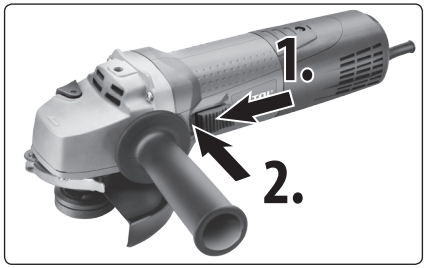

Abb. 14, Einschalten (Schritt 1.); Sicherung des Betriebsschalters in der Stellung "EIN" (Schritt 2.)
- Die meistens Modelle der kleineren Winkelschleifer haben den Betriebsschalter seitlich oder im oberen Teil des Gehäuses und für die Einschaltung des Schleifers muss der Betriebsschalter mit dem Daumen nach vorne ausgezogen werden, sieh Abb. 14, Schritt 1. Durch Lösen des Betriebsschalters wird der Schleifer ausgeschaltet.
- Bei diesen Schleifermodellen kann der Betriebsschalter in der Stellung „EIN" für einen längeren Betrieb des Schleifers durch Drücken des vorderen Teiles des Betriebsschalters zum Schleifergehäuse gesichert werden, sieh Abb. 14, Schritt 2. Zur Entriegelung des Betriebsschalters aus der Stellung „EIN" ihn im unteren Teil drücken und lösen, wodurch der Schleifer ausgeschaltet wird. Vor dem Einschalten des Schleifers die Funktion der Verriegelung und Entriegelung bei abgeschalteter Stromversorgung überprüfen, um den Schleifer sofort im Notfall auszuschalten.